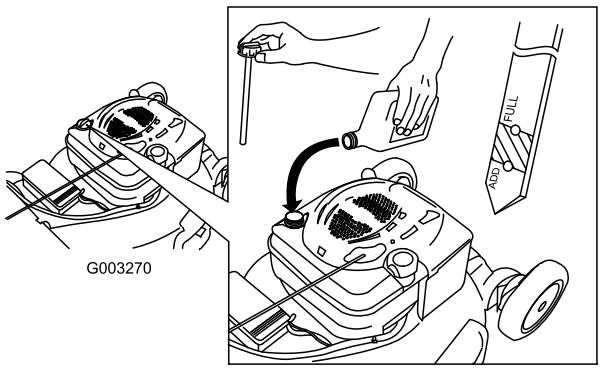

Figura 10
2. Retire la varilla (Figura 10).
5. Retire la varilla y observe el nivel de aceite; consulte Figura 10.